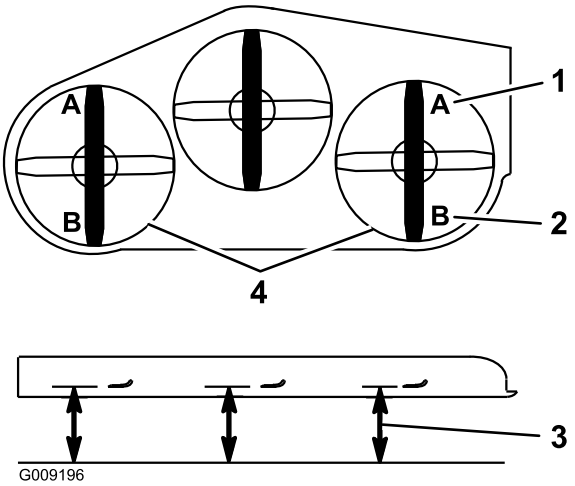

Figur 85
Obs: Avståndet ska vara 7,6 cm, se Figur 85.
15. Mät från den plana ytan till den bakre knivspetsen på däckets båda sidor (position B). Avståndet ska vara 8,3 cm, se Figur 85.